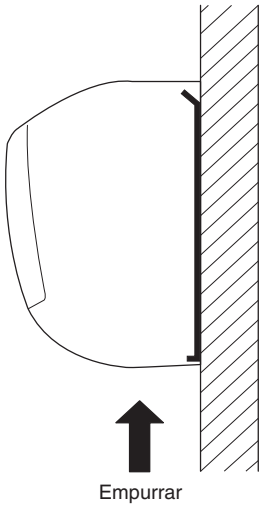

Fig. 3-33
(3) Pressione as 2 marcas △ na parte inferior da unidade interior e liberte as linguetas. Em seguida, levante a unidade interior e desmonte. (Fig. 3-33)